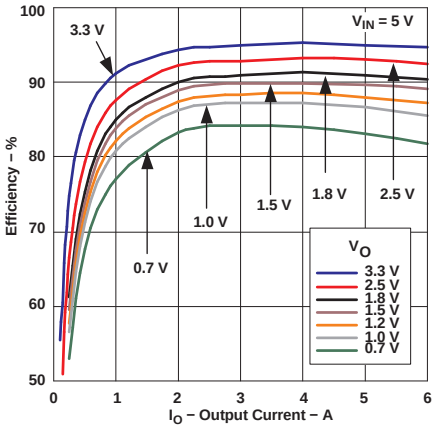
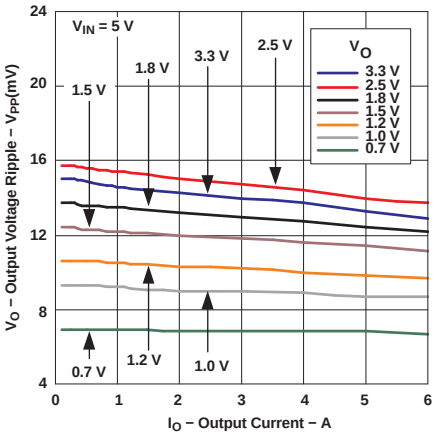
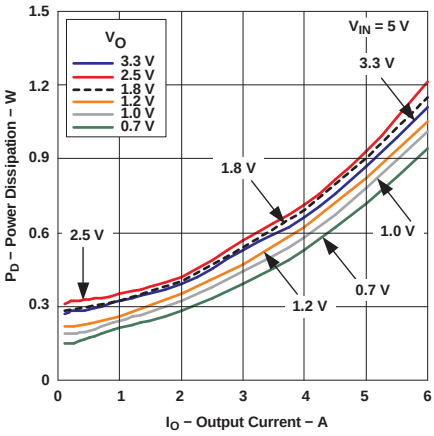

Figure 1.
Figure 2.
Figure 3.
(1) The electrical characteristic data has been developed from actual products tested at 25C. This data is considered typical for the converter. Applies to Figure 1, Figure 2, and Figure 3.